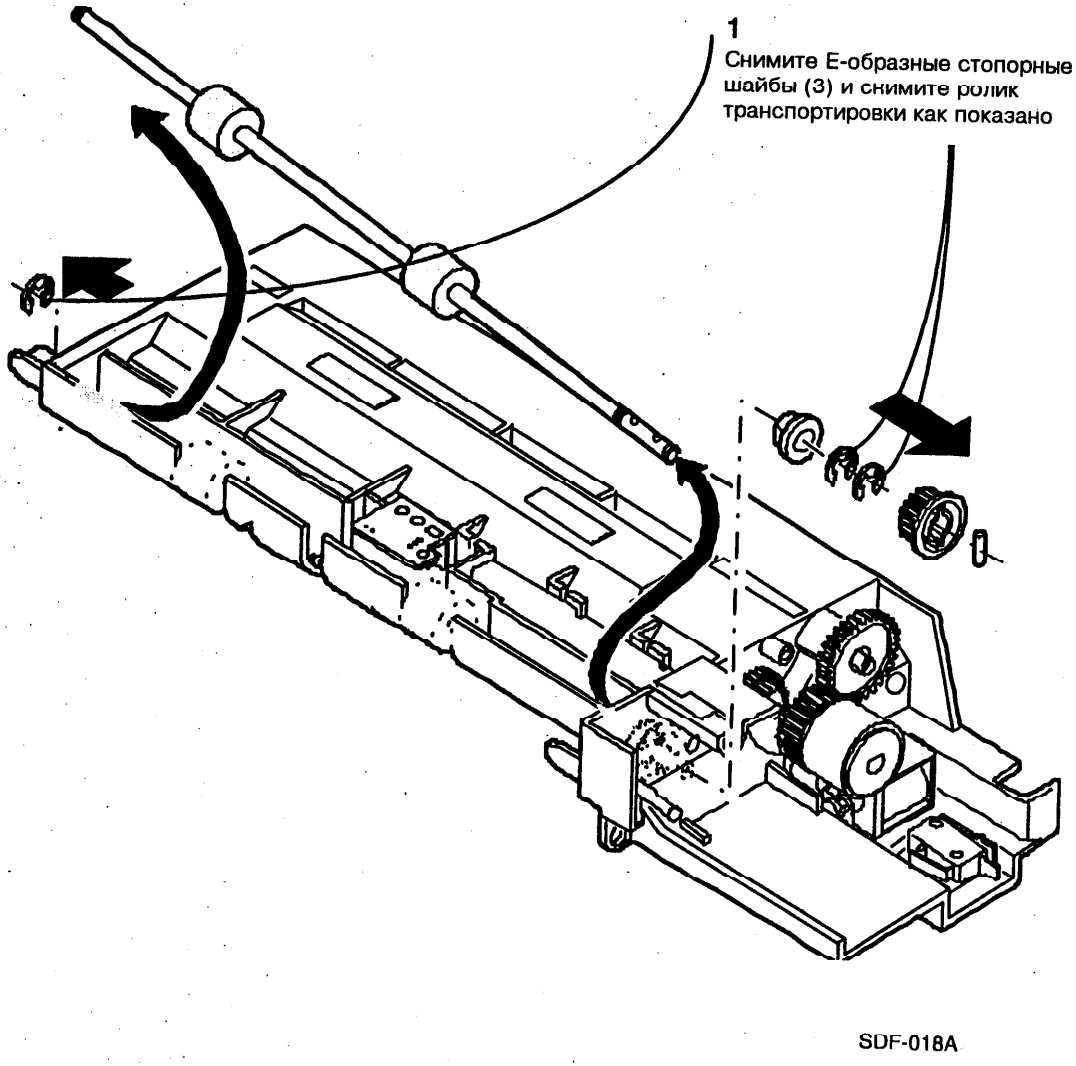

Рис. 1. Снятие ролик транспортировки
2. (Рис. 1) Снимите ролик транспортировки.